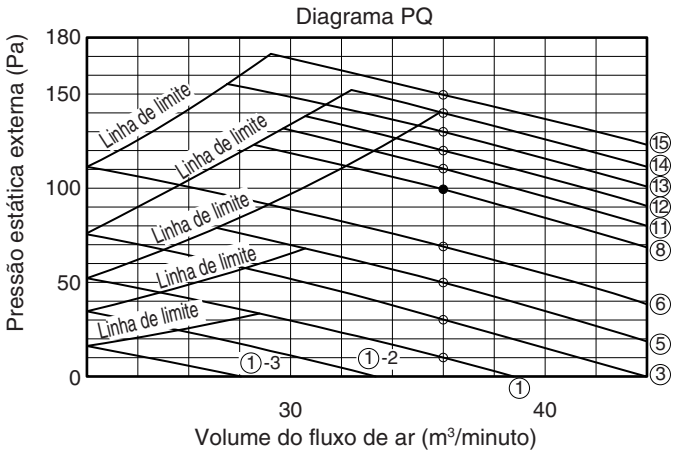

Fig. 8-2
(2) Se a definição foi efectuada correctamente, a verificação da operação será concluída em aproximadamente três minutos. As definições serão modificadas se estiver fora do intervalo de utilização (máximo de 30 minutos). Se não for concluída em 31 minutos, verifique se a velocidade do ar está definida como “H”.
(3) Consulte a tabela 8-2 e a Fig. 8-2 para obter mais informações sobre a relação entre o código de item “b0” e a pressão estática externa.
(4) Quando definido no controlo de grupo (ligar várias unidades interiores a um telecomando com fios), defina cada unidade interior com o código de item “b0”.
- **Certifique-se de verificar se a pressão estática externa se encontra no intervalo de utilização e, em seguida, configure. O não cumprimento pode provocar fluxo de ar insuficiente ou fugas de água. Consulte a Fig. 8-2 para obter informações sobre o intervalo de definição da pressão estática.**
3. Crie um curto-circuito no pino de curto-circuito aplicável em conformidade com o pino de curto-circuito seleccionado ligado (Fig. 8-2).
Consulte a tabela 8-2 e Fig. 8-2 e seleccione um valor entre "0001" e "0015".